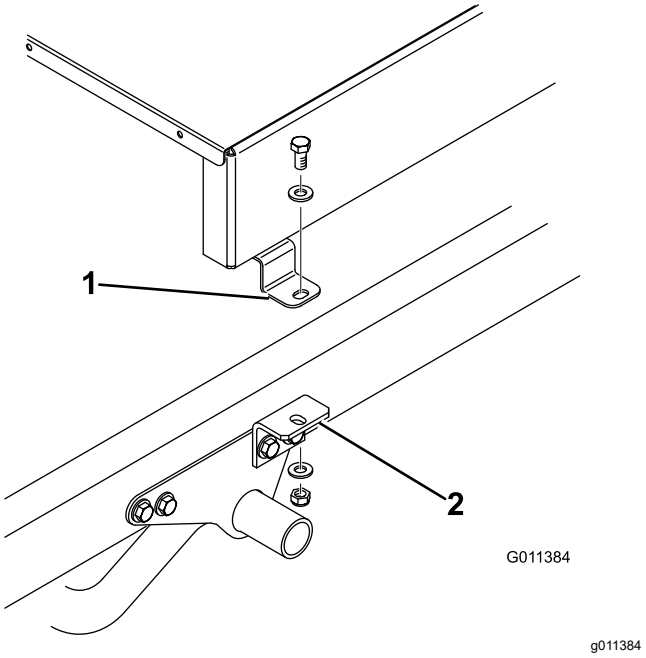
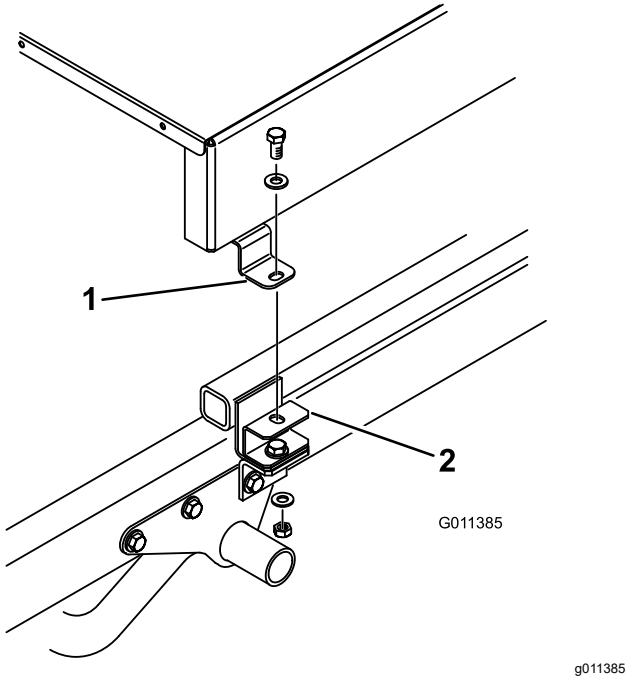

Figur 10
Figur 11
8. Fastgør den øverste del af hvert redskabsbeslag (Figur 10) eller hver afstandsklods (Figur 11) løst på monteringstappen på hver side af topdresseren ved hjælp af en maskinskrue (½" x 1"), 2 flade spændeskiver og en låsemøtrik. Tilspænd alle fastgørelsesanordninger.